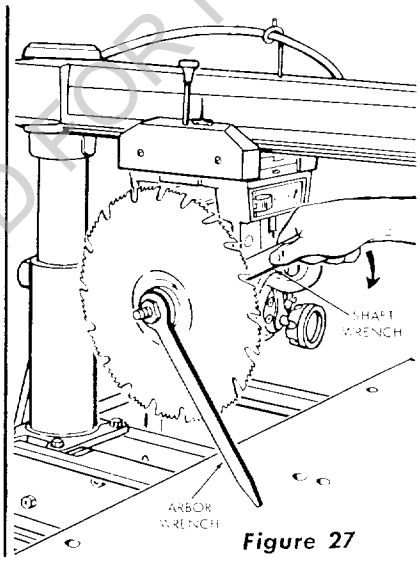

Figure 27
(2) Install the saw blade, outer collar and shaft nut. Tighten the nut as shown in figure 27.